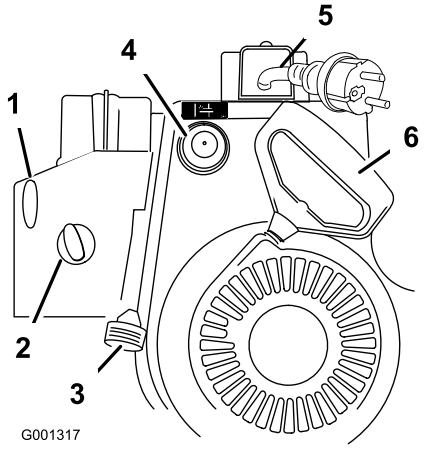

Figur 14
7. Start snøfreseren ved å bruke tilbakespolingsstarteren eller den elektriske starteren (Figur 14).